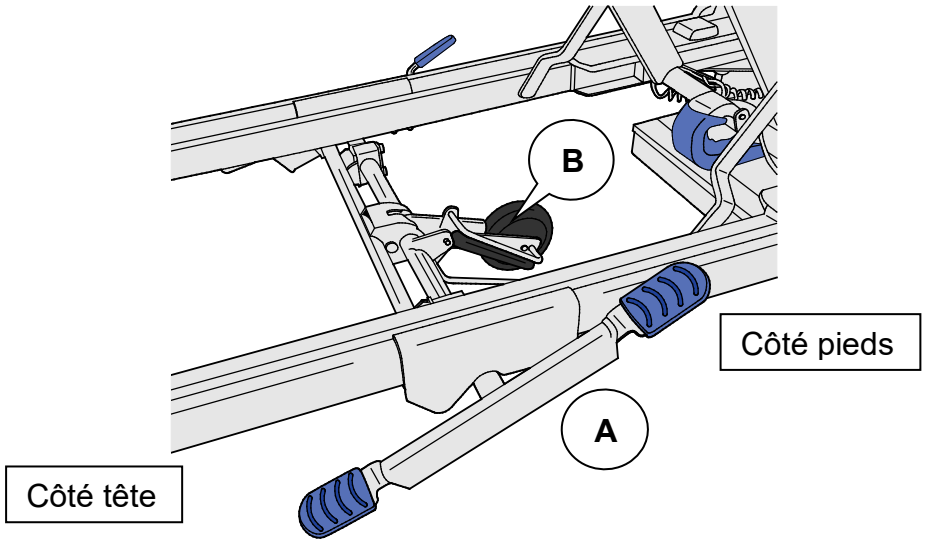

Fig. 1 - Pédale d'activation de la 5e roue
1. Appuyer vers le bas du côté tête de la pédale d'activation de la 5e roue (A). **(Voir fig. 1)**
1. Appuyer vers le bas du côté pieds de la pédale d'activation de la 5e roue (A). **(Voir fig. 1)**
2. S'assurer que la 5e roue (B) est surélevée par rapport au sol.